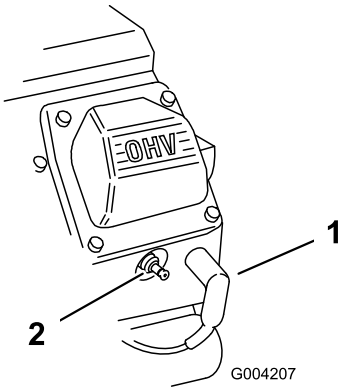

**Figur 50**
2. Trekk ut ledningene til tennpluggene (Figur 50).
3. Skyv ledningene på tennpluggene (Figur 50).